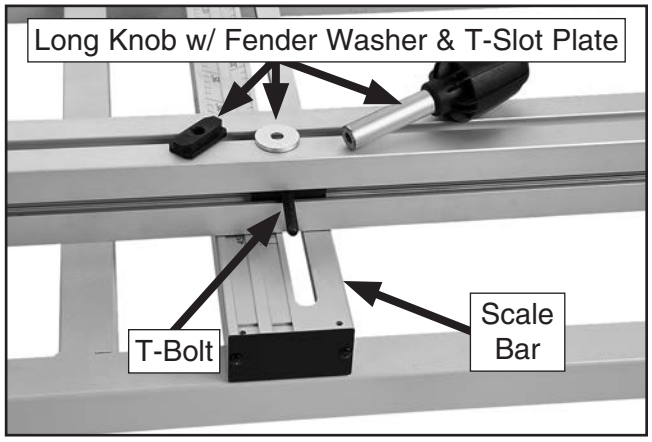

Figure 46. Crosscut fence hardware in the middle.
a. Insert M8-1.25 x 35 T-bolt into T-slot (see **Figure 46**).
b. Align T-slot bolt with slot in pre-installed scale bar (see **Figure 46**).